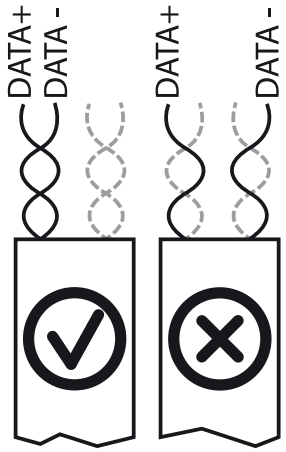

Bild 26: RS485-Bus: Belegung der verdrillten Adernpaare
- Beim Anschluss von DATA+ und DATA- die Adernpaarung beachten (siehe Bild 26)